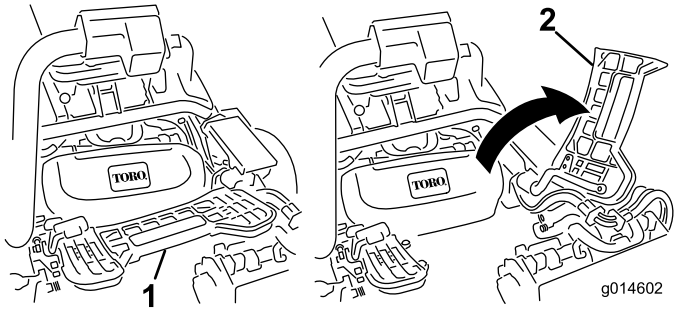

Figur 32
1. Løft opp fothvileren og drei den åpen, slik at man kan komme til midtstillingen til klippeenheten (Figur 32).